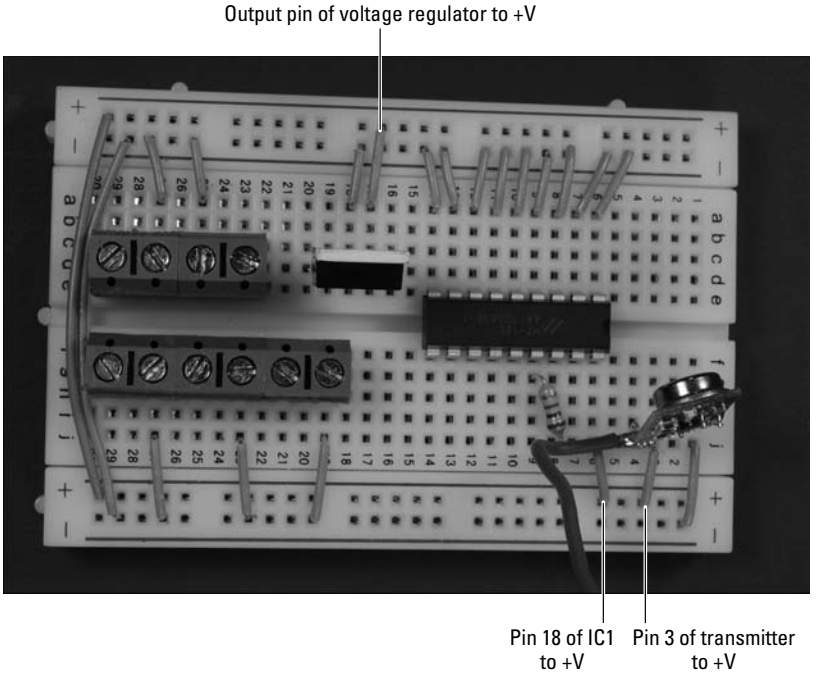

Figure 13-11: Connect components to the +V bus.
5. **Insert wires to connect the IC, voltage regulator, and transmitter to +V; then insert a wire between the two +V buses to connect them, as shown in Figure 13-11.**